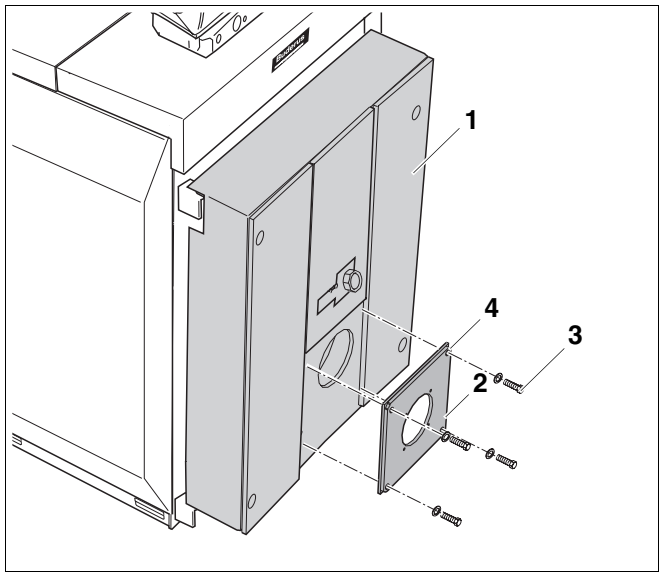

Rys. 46 Montaż płyty palnika
- Przymocować płytę palnika (rys. 46, **poz. 2**) do drzwiczek kotła (rys. 46, **poz. 1**) przy pomocy śrub z łbem sześciokątnym i podkładek (rys. 46, **poz. 3**) (uszczelnić przy pomocy uszczelki).